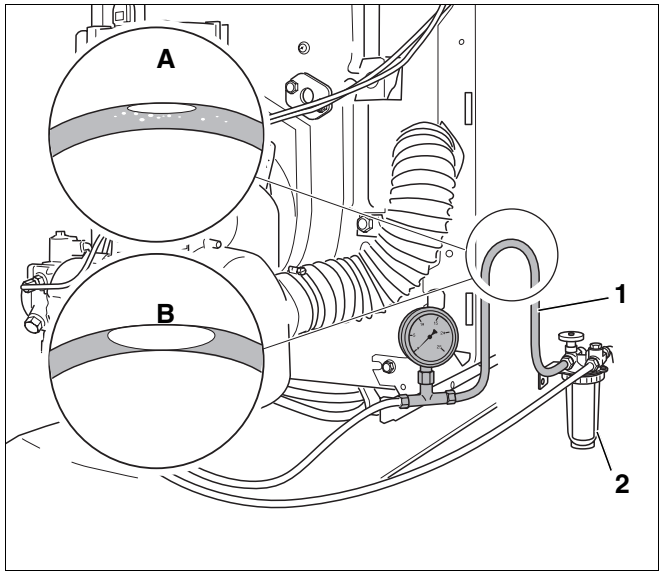

Rys. 47 Podwieszenie przezroczystego węża
- Przezroczysty wąż należy zamontować (rys. 47, **poz. 1**) na przewodzie ssącym za filtrem oleju (rys. 47, **poz. 2**).
- Podwiesić pętlę przezroczystego węża w pokazany sposób (rys. 47).
- Sprawdzić optycznie ilość gromadzącego się powietrza (rys. 47, **powiększenie A** i **B**).
Jeżeli w najwyższej części pętli (rys. 47, **powiększenie A**) zbierze się tylko niewielka ilość powietrza, oznacza to, że przewód olejowy jest wystarczająco szczelny.
Jeżeli pęcherze powietrza są większe (rys. 47, **powiększenie B**), oznacza to, że przewód ssący i/lub przyłącza są nieszczelne.